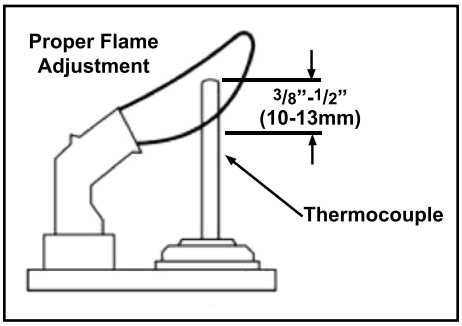

Figure 53: Proper Pilot Flame.
The pilot flow adjustment is pre-set to maximum at the factory and should not need to be adjusted. The pilot flame should envelope ⅜" to ½" (10 to 13mm) of the thermocouple (see Figure 53). However, should the need arise, follow Steps 1- below.
3. Only if installing Adjustable Surround with dimensions within the ranges in Table 1: Slide one mounting bracket back into the inner wide slot, shown in Figure 53, of the left and right trim sides and slide two (2) into the top trim.